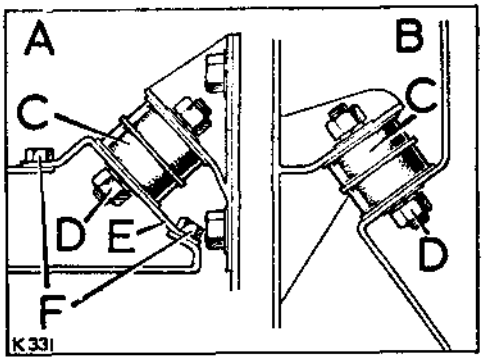

**Fig. A1-19. Engine front mounting details**
(g) Engine mounting rubber upper fixing. Fig. A1-19 refers.
(h) Engine mounting rubber upper fixing. Fig. A1-19 refers.
3. Lower the engine and fit the upper and lower fixings to the engine mountings. Fig. A1-19 refers.